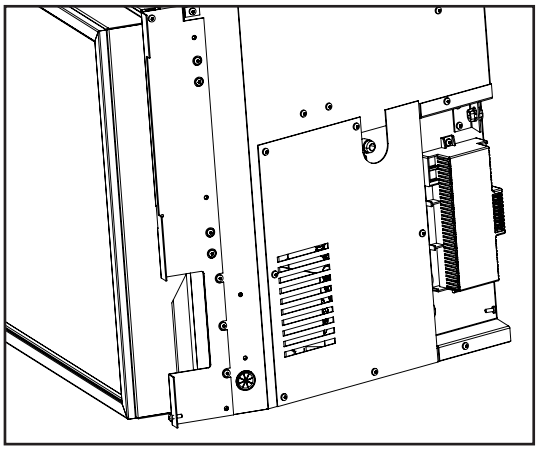

Figure 34: Gas connection location
• A ⅜" 45° flared fitting and flex connector are supplied with the unit (see Figures 34 and 35). Consult the local authorities for local codes or use the CAN/CGA B149 (1 or 2) installation code in Canada. In the US, gas installations follow either local codes or the current edition of the National Fuel Gas Code ANSI Z223.1.
1. The adjustment screw can be reached through the front of the unit using a 10 inch long blade head screw driver (see Figure 34 for location on valve).